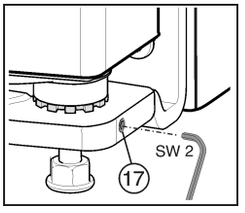

*Fig. 30*
▶ Unscrew the threaded pin *Fig. 30 (17)* a little (no more than one turn).
▶ Screw the threaded pin *Fig. 30 (17)* in again to fix the bearing pin.